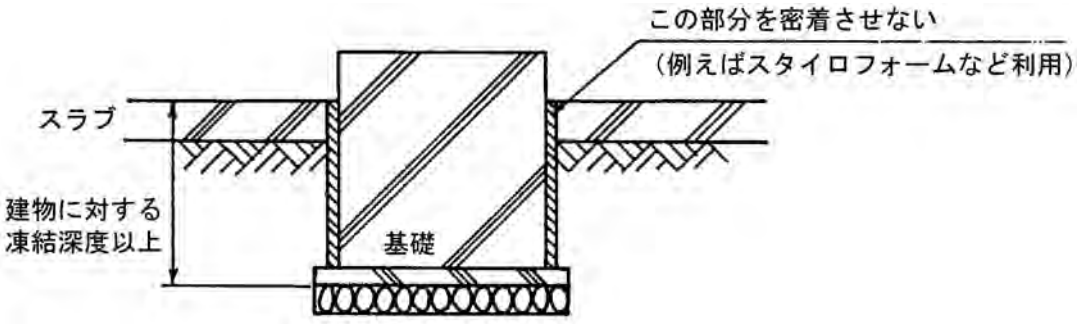

図10　基礎の凍結防止（コンクリート土間が凍上するおそれのある場合）
①屋外の基礎表面のモルタル仕上げは、アンカーからの水の侵入による凍害のおそれがあるので、原則として行わない。
②極寒期のコンクリート打設はさけ、打設するときは温水練り早強コンクリートとし、打設後の保温養生を行う。
③冬期工事を中断する場合で、コンクリート土間が凍上するおそれのあるときには、図10に示すように基礎と土間との縁を切る。